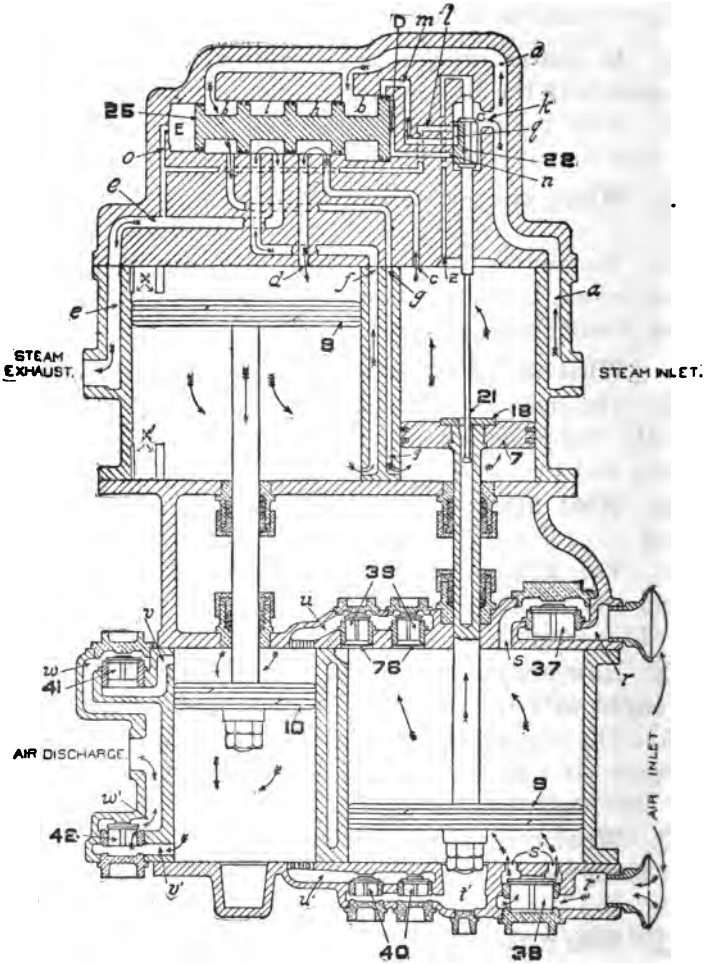

FIG. 40.—DIAGRAM OF CROSS-COMPOUND PUMP. UP STROKE HIGH-PRESSURE SIDE.
Q. What are Figs. 40 and 41, and what do they show?
A. Referring to Fig. 40, steam from the boiler enters the pump at the point marked "steam inlet," flows through passage *a* to the top head and fills the main valve chamber between the small and first intermediate pistons, and also between the third intermediate and large pistons. It also flows into the reversing valve chamber. The chamber *D* to the right of the large main-valve piston is connected to the exhaust through ports *m* and *l*. The small main valve piston is always connected to the exhaust through port *c*. The three intermediate pistons being equal in diameter are always balanced. The large and small pistons have steam pressure inside and exhaust outside, which results in forcing the main valve to the right to the position shown. This brings chamber *b* in register with port and passage *g* leading to the lower end of the high-pressure steam cylinders, thus providing for the admission of live steam under the high-pressure steam piston 7, starting it on its upward stroke.